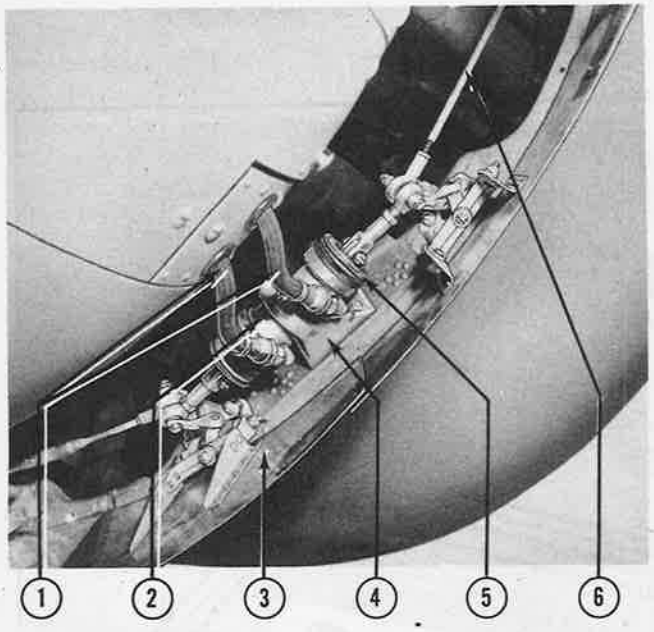
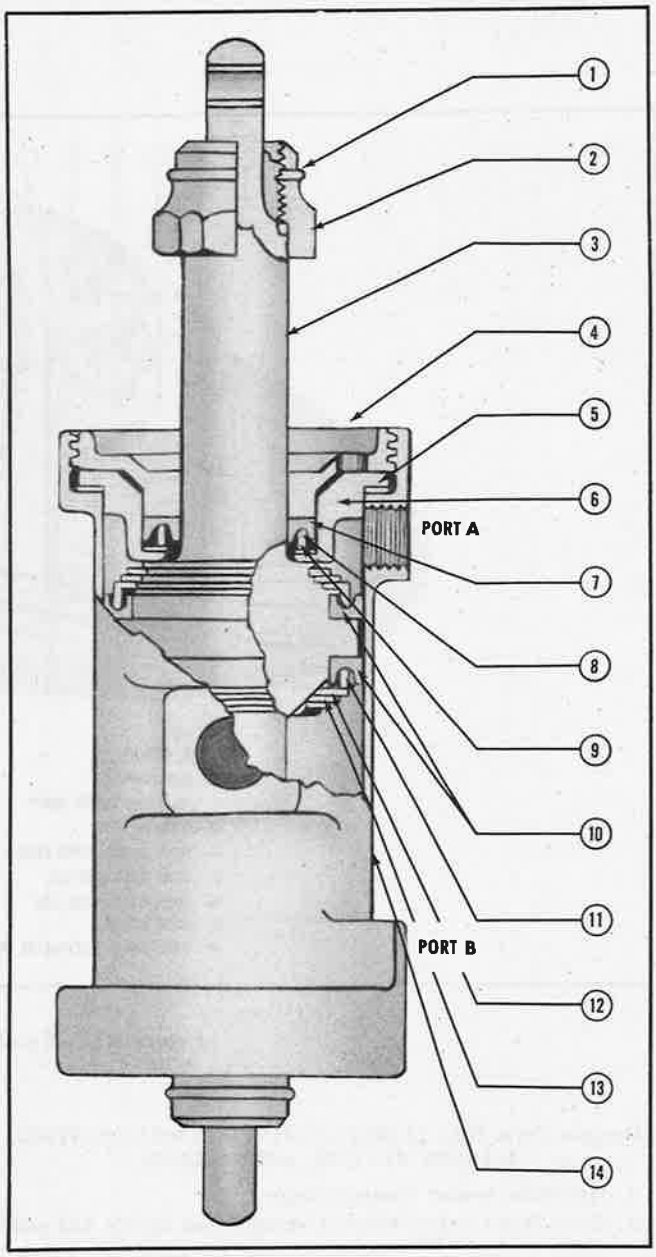
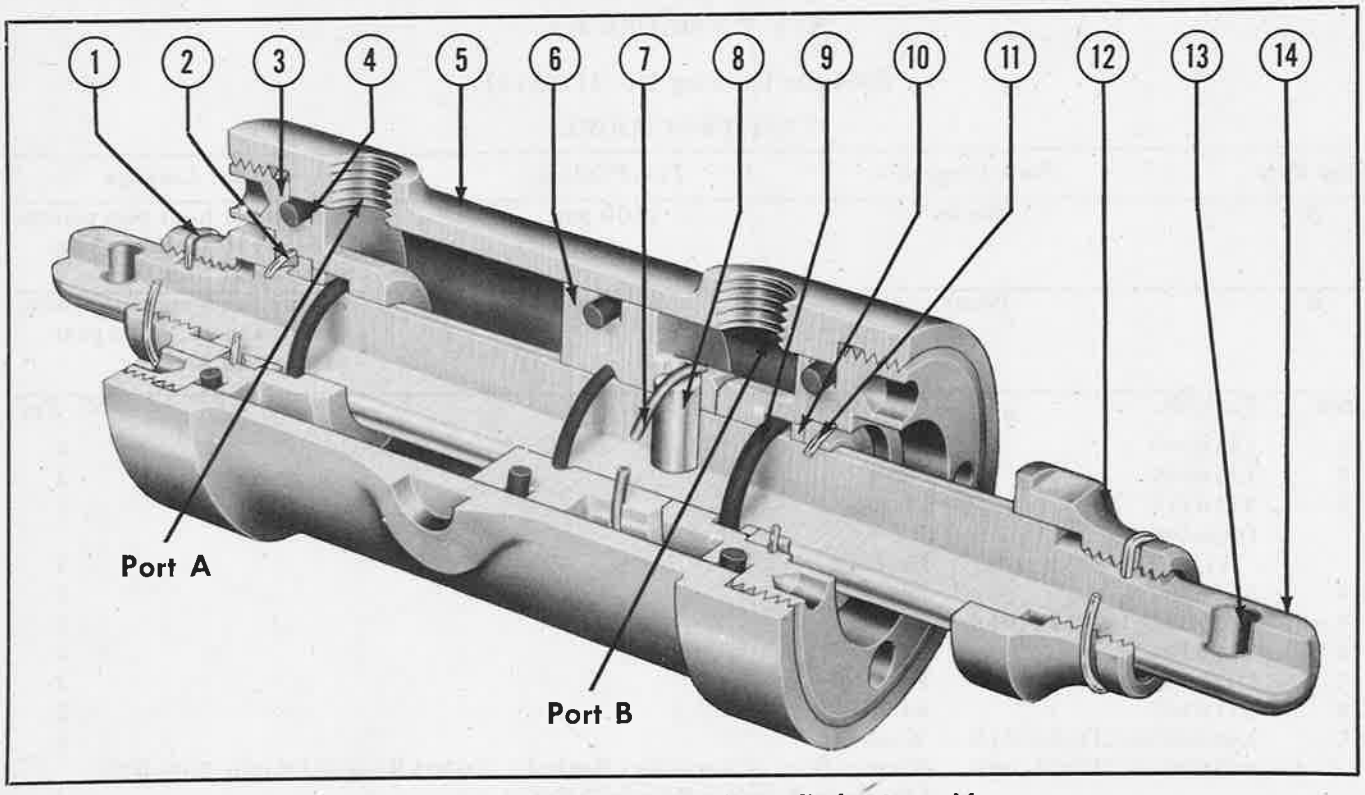
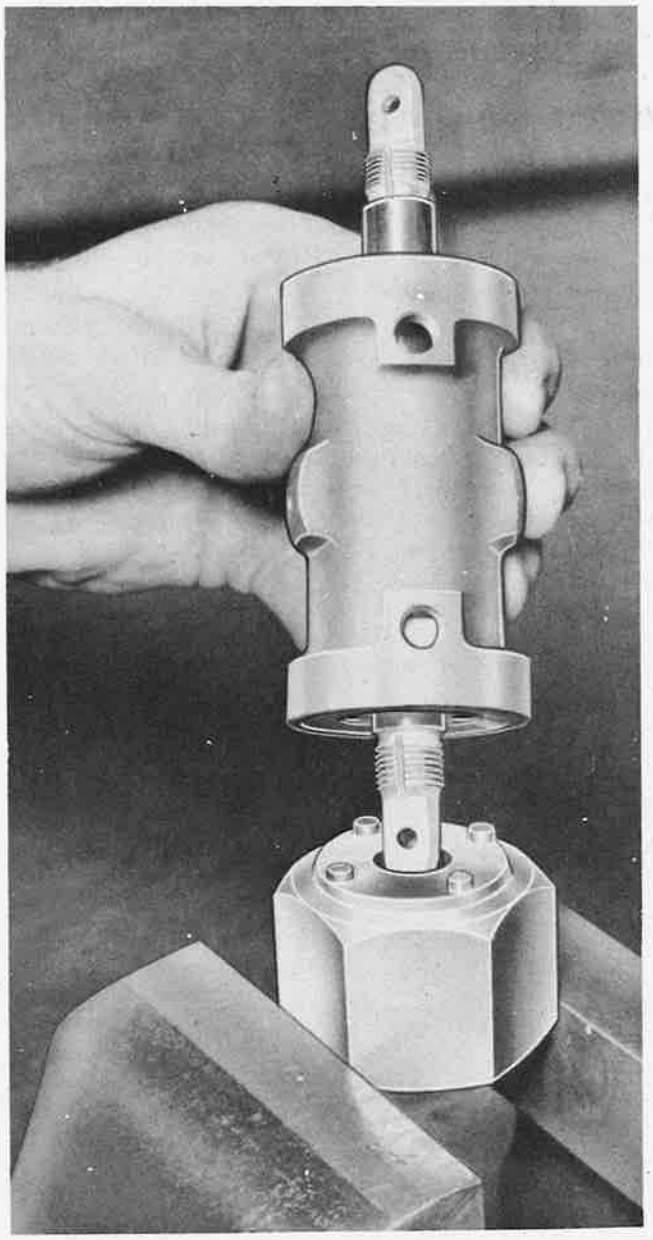

Figure 416—Cowl Flap Actuating Cylinder Installed
Figure 417—Cowl Flap Actuating Cylinder Assembly
Figure 418—Cowl Flap Actuating Cylinder Assembly
Figure 419—Use of Cowl Flap Actuating Cylinder End Nut Wrench (Service Tool No. K20401)
13. Cowl Flap Actuating Cylinders (See figures 416, 417, and 418)
KEY TO FIGURE 417
(See figures 417 and 418.)
(a) DESCRIPTION.—The cowl flap actuating cylinder, mounted in a bracket on the lower inboard segment of the engine antidrag ring (figure 416), consists of a cylinder that houses the double-acting reciprocating piston. Both ends of the piston assembly connect to the cowl flap rod and lever linkage, and the movement of the piston assembly actuates the cowl flap operating mechanism. Flexible hoses lead to the cowl flap actuating cylinder and dust excluders are installed on some cylinders to protect the exposed piston ends from dust and dirt. Two types of cowl flap actuating cylinders have been installed on the airplane. The two cylinders are virtually identical in external appearance and are interchangeable. The operation and function of the two cylinders are identical. The actuating cylinders on earlier airplanes have steel cylinders and incorporate packing cups. The cylinders on later airplanes have dural cylinders and incorporate "O" ring packings and a bronze wiper ring. The differences in the two cylinders may be seen by comparing figure 417 and figure 418. Complete information about the cowl flap mechanism is contained in paragraph 5.*e*, this section.
2. DISASSEMBLY.—Disassembly of the cowl flap actuating cylinder should not be attempted in the field. If disassembly is undertaken refer to figures 417 and 418. Unscrew the end of the actuating cylinder by using service tool No. K20401 (figure 419) on the end and turning the cylinder with a strap wrench. Do not clamp the cylinder barrel in a vise or the cylinder walls will be distorted or damaged. Refer to figure 94 to fabricate the cowl flap cylinder end wrench.